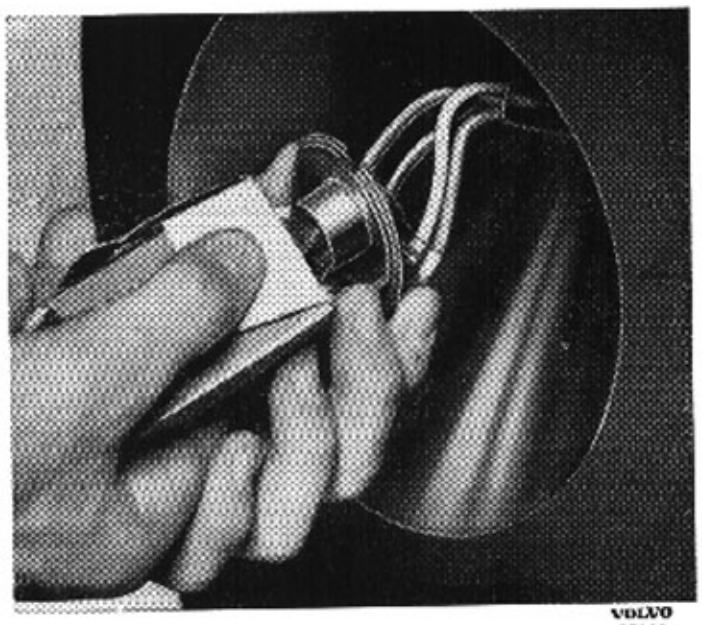

Bild 35-7. Montering av glödlampa
3. Montera den nya glödlampan. Detta utföres enligt bild 35-7. Tag inte i själva glödlampsgloben med fingrarna utan drag ut lampsockeln så långt ur kartongen att glödlampan kan monteras.